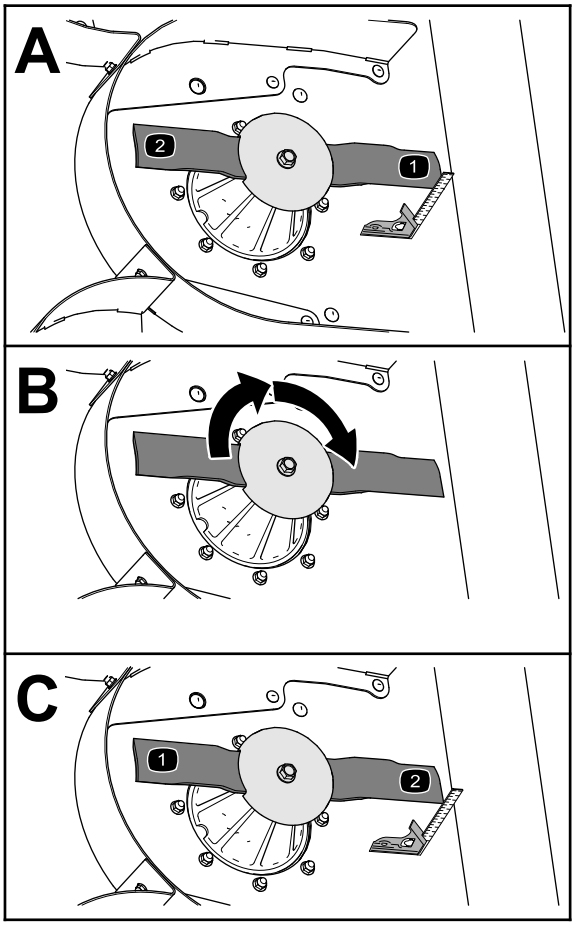

Figur 72
3. Använd en geringsvinkel för att mäta avståndet mellan klippdäckets rena område och knivseggens spets (Figur 72).
4. Rotera kniven 180° (Figur 72).
5. Mät avståndet mellan klippdäckets rena område och knivseggens spets (Figur 72).